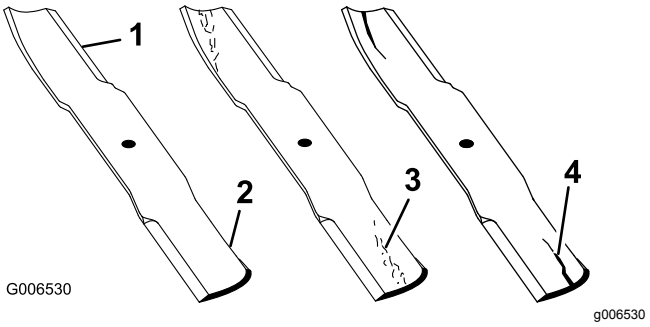

Figur 101
1. Kontrollera eggarna (Figur 101).
4. Montera omedelbart en ny kniv om du upptäcker sprickor, slitage eller spårbildning i detta område (Figur 101).